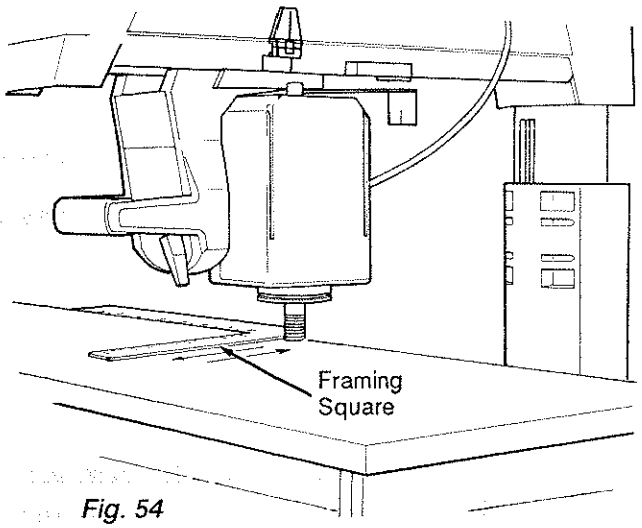

Fig. 54
7. Lay a framing square on the *front table* with the long edge along the back of the *table* and the short edge alongside the *motor arbor.* (Figure 54)
8. Move the framing square toward the *motor arbor* until the arbor and square touch each other. (Figure 54)
If the *motor arbor* moves away from the square or tries to "walk" on top of it, go to step 11. (Figure 54)